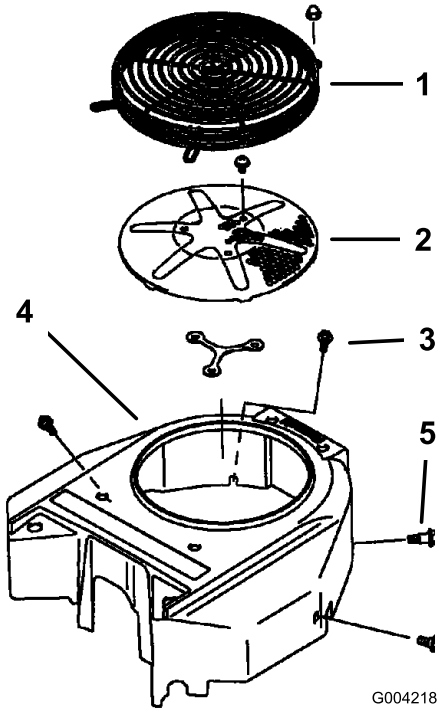

Figur 65
Ta bort alla rester av gräs, smuts eller annat skräp från motorfiltret innan du använder maskinen. Detta bidrar till att skapa tillräcklig kylning och korrekt motorhastighet samt minskar riskerna för överhettning och mekaniska skador på motorn (Figur 65).
3. Ta bort luftintagsgallret, startsnöret och fläkthuset (Figur 65).
5. Montera luftintagsgallret, startsnöret och fläkthuset (Figur 65).